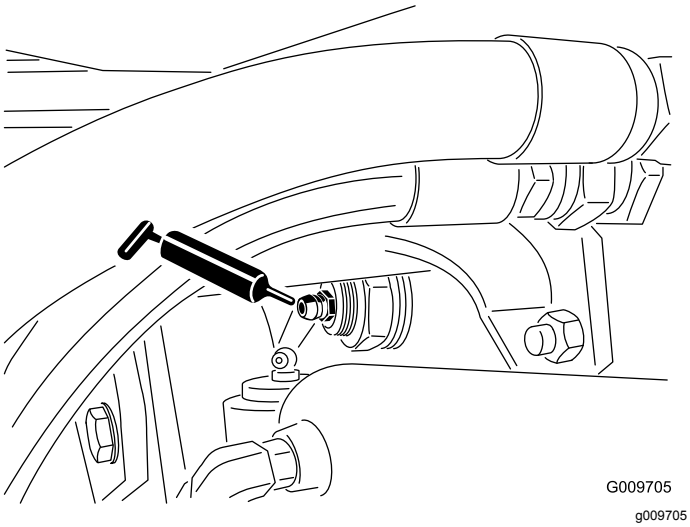

Rysunek 23
- Tuleje przegubów osi tylnej (2) (Rysunek 23)